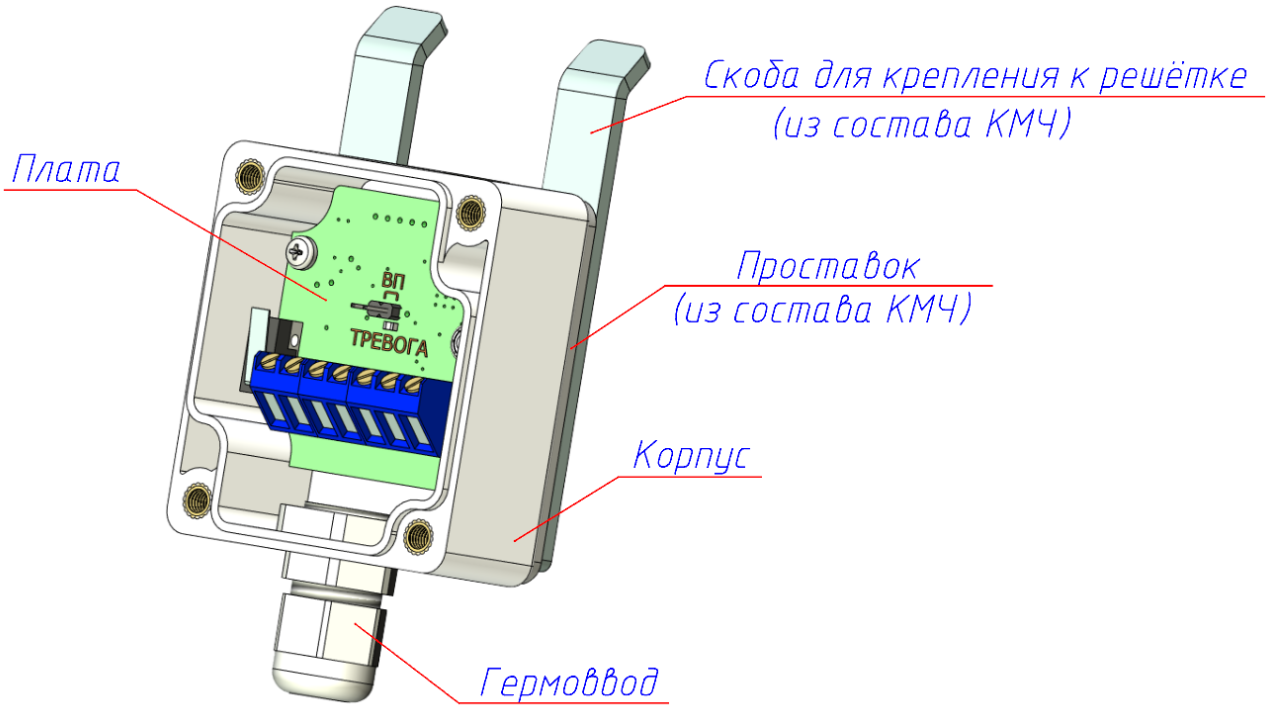

Рисунок 1.1 – Конструкция извещателя (крышка не показана)
1.4.1.1 Извещатель конструктивно выполнен в виде одного блока (см. рисунок 1.1) и состоит из пластикового (или алюминиевого) корпуса, в который установлена печатная плата с элементами, корпус герметично закрывается пластиковой (или алюминиевой) крышкой.